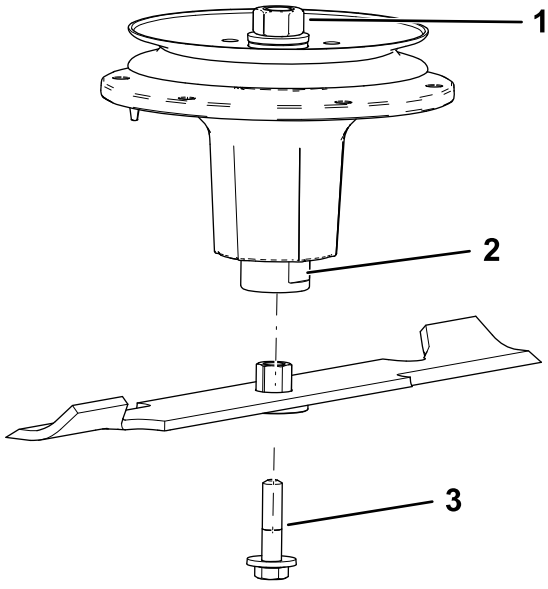

Figuur 80
2. Monteer de lagerbus en het mes in de spilas (Figuur 80).